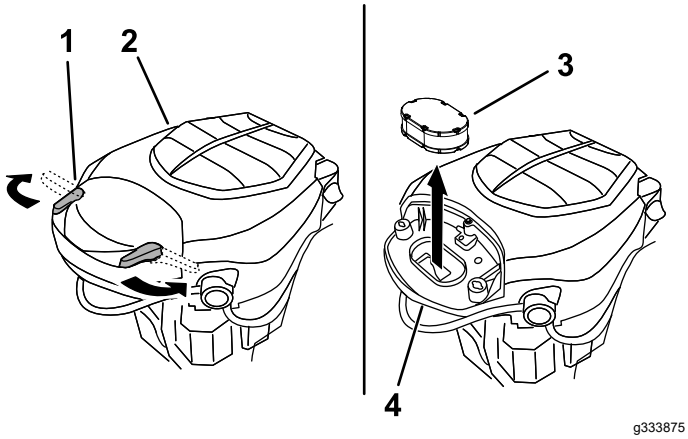

Figur 38
3. Montera kåpan och fäst det med spärrhakarna (Figur 38).